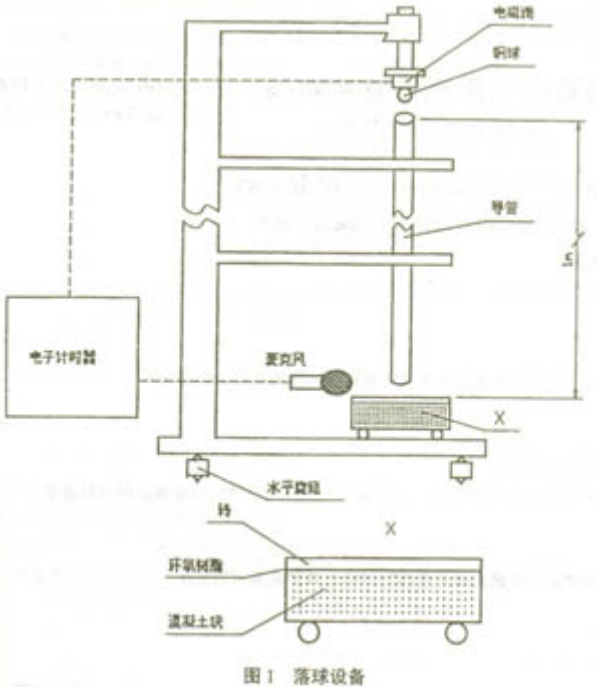

图 1 落球设备
4.2 落球设备（见图 1）由装有水平调节旋钮的钢基和一个悬挂着电磁铁的竖直钢架；一个导管和试验部件支架组成。
试验件被紧紧地固定在能使落下的钢球正好碰撞在水平瓷砖表面的中心位置。一固定装置如图 1 所示，其他合适的系统也可以使用。